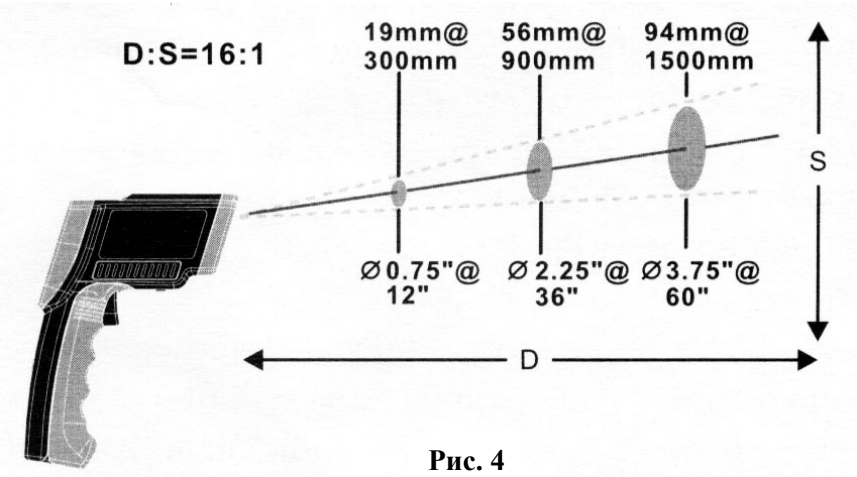

Рис. 4
2. С увеличением расстояния до объекта увеличивается и размер пятна измеряемой области. Отношение расстоянияя к размеру пятна измерения составляет 16:1 (*см. рис.4*).